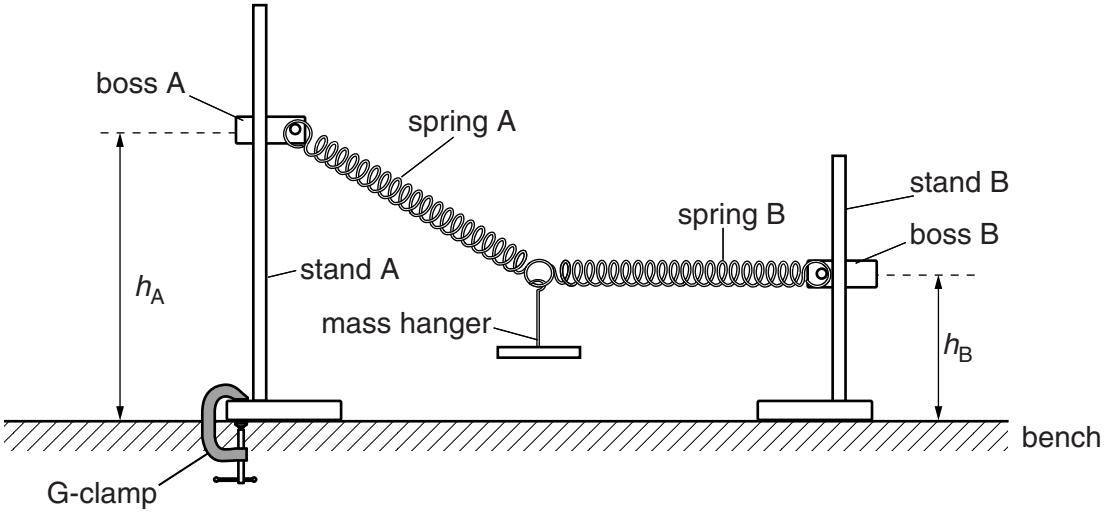

Fig. 1.2
3. Each boss and stand will support one rod, as shown in Fig. 1.2. The Supervisor should set the height h_B, shown in Fig. 1.2, so that h_B is 5 cm greater than the length of the mass hanger. Candidates will be told not to adjust this height. The height h_A should be set so that it is 20 cm greater than the length of the mass hanger.
The **candidate** will set up the apparatus as shown in Fig. 1.2. Candidates will need to adjust the height h_A and the separation of the stands by moving stand B along the bench.